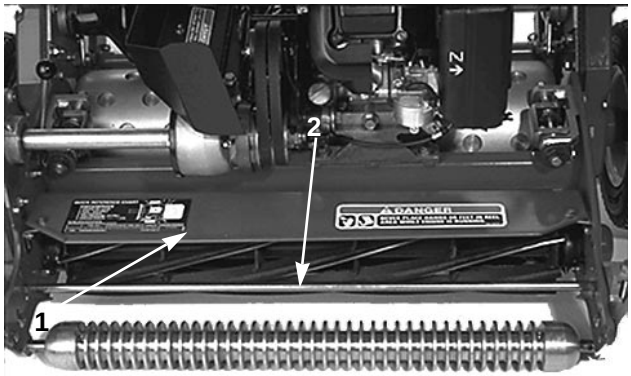

Figure 10
1. Mesurer la distance entre le haut de la barre de support avant et le bord avant du déflecteur, à chaque extrémité de l'unité de coupe (Fig. 10).
1. Desserrer les vis qui fixent la barre supérieure (Fig. 10) à l'unité de coupe. Introduire une jauge d'épaisseur de 1,52 mm entre le haut du cylindre et la barre, et serrer les vis. S'assurer que l'écart entre la barre et le cylindre est le même sur toute la longueur du cylindre.